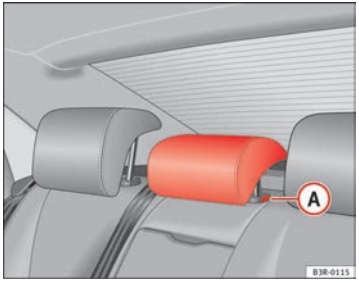

Fig. 113 Centre rear seat: Head restraints
– Press button (A) ⇒ fig. 113 and lower the head restraint.
– Press button (A) ⇒ fig. 113 and pull out the head restraint.